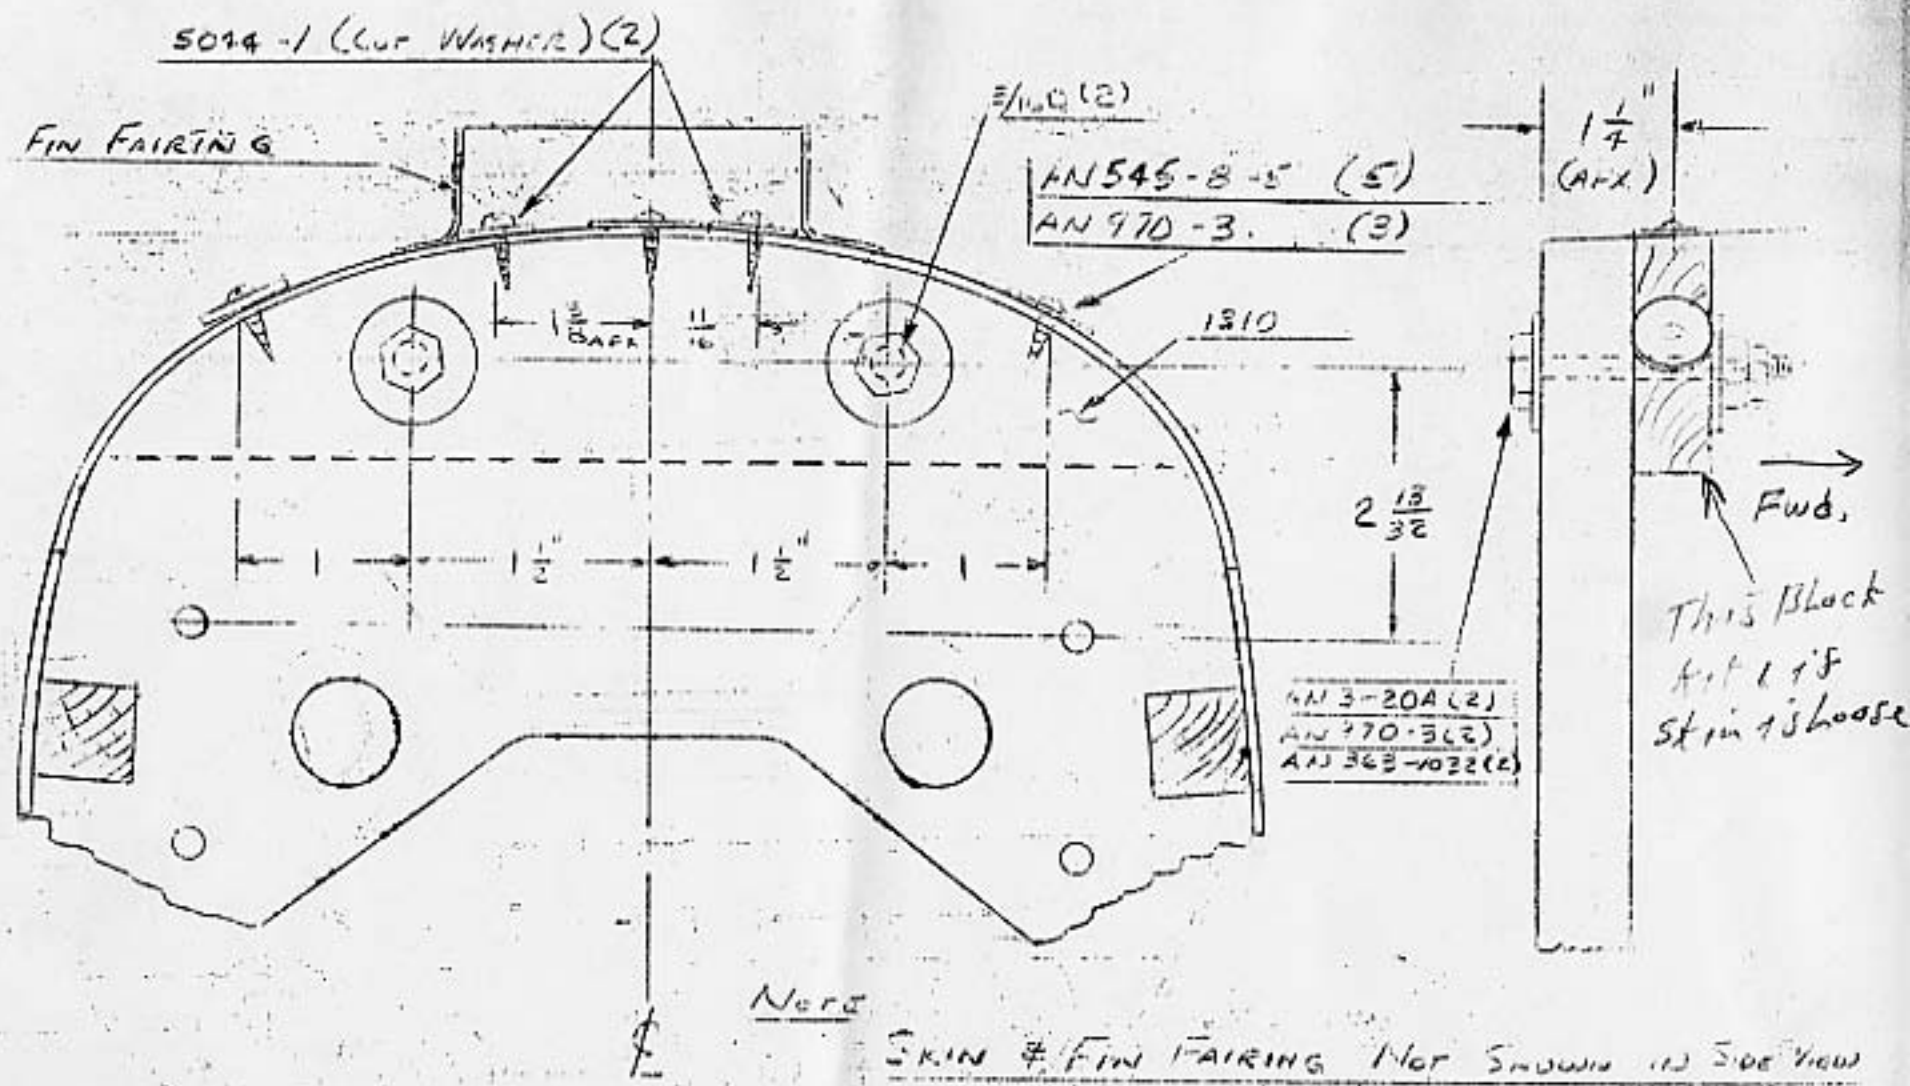
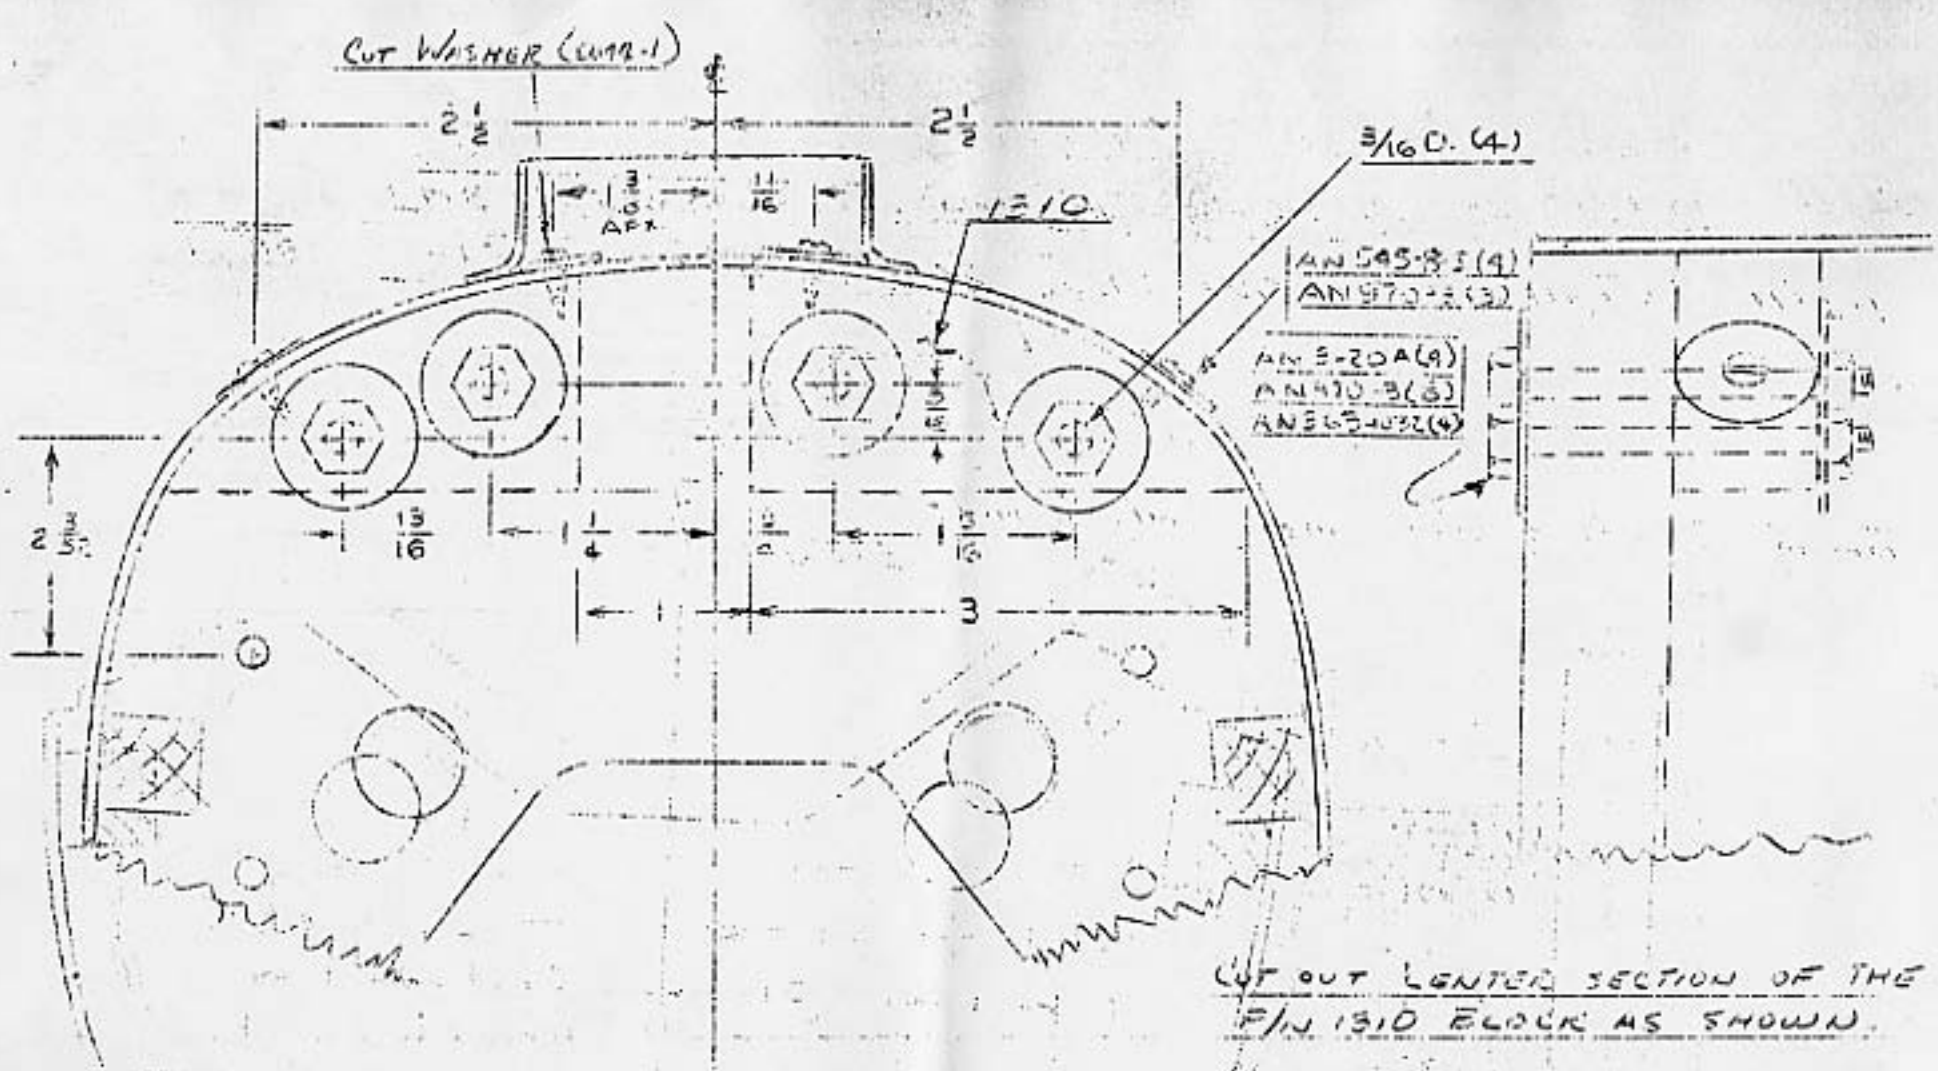

FIG. 1
FIG. 2
1. All airplanes having the defect described in Item 1 of the Introduction are to be repaired in accordance with Figure 1 or Figure 2 depending on the type of elevator control system.